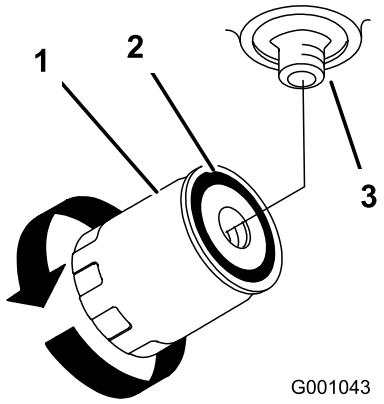

**Figuur 64**
7. Smeer een dun laagje hydraulische vloeistof op de rubberen pakking van het nieuwe filter (Figuur 64).
9. Vul de hydraulische tank met hydraulische vloeistof totdat de vloeistof over het filter stroomt. Draai vervolgens het oliefilter rechtsom totdat de rubberen pakking contact maakt met het filtertussenstuk. Draai het filter daarna met de hand nog een extra 1/2 slag vast (Figuur 64).